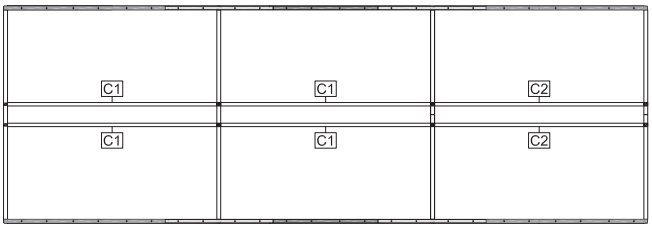

Fig. 63
* Tome las correas de cubierta C1 y C2 respectivamente y sopórtelas sobre los estribos según indican las fig. 63.